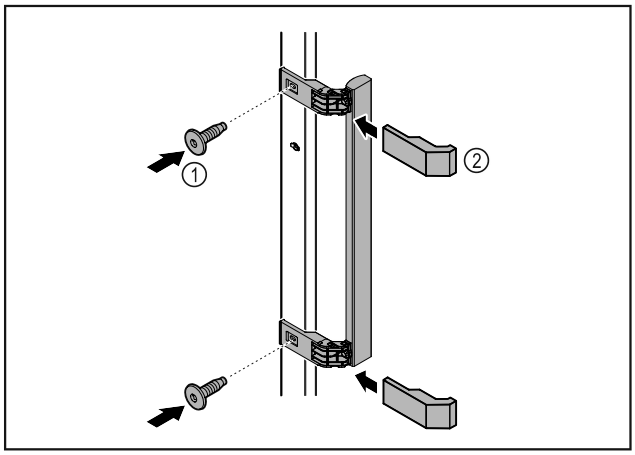

Fig. 5
▶ Meegeleverde greep met de meegeleverde schroeven *Fig. 5 (1)* op de deur aanbrengen.
▶ Afdekplaatje *Fig. 5 (2)* plaatsen.